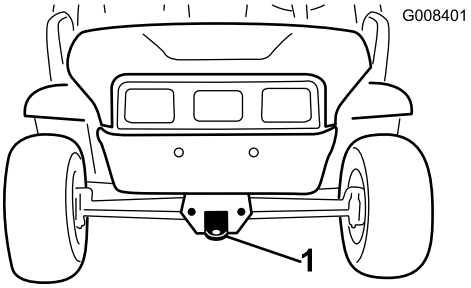
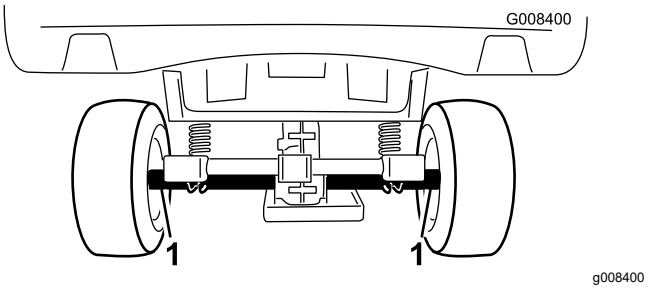

Figuur 18
Figuur 19
Zie Figuur 18 en Figuur 19 voor de plaats van de bevestigingspunten van de machine.
2. Maak een sleepkabel vast aan de sleeplip aan de voorkant van het frame van de machine (Figuur 18).